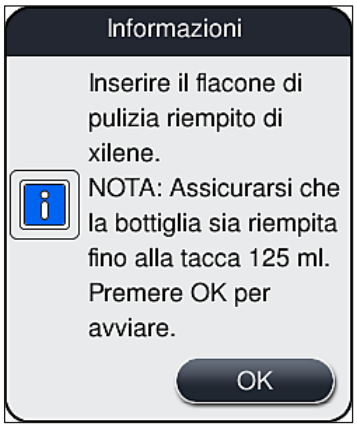

Fig. 102
10. Quindi confermare il messaggio informativo (→ Fig. 102) selezionando OK.